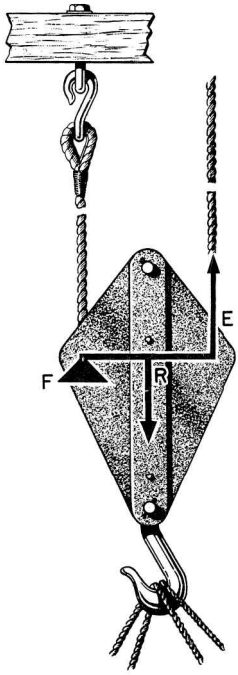

Figure 2-5.—It's 2 to 1.
The single movable block in this setup is a second-class lever. See figure 2-5. Your effort (E) acts upward upon the arm (EF), which is the diameter of the sheave. The resistance (R) acts downward on the arm (FR), which is the radius of the sheave. Since the diameter is twice the radius, the mechanical advantage is 2.